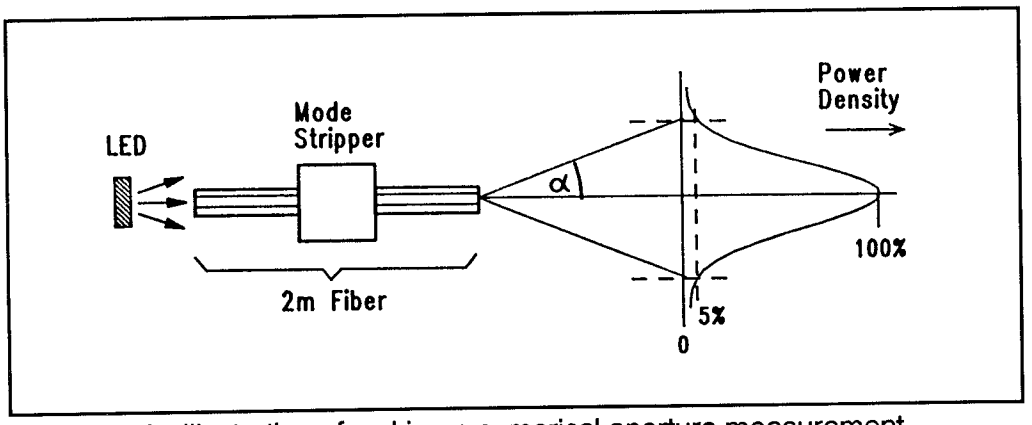
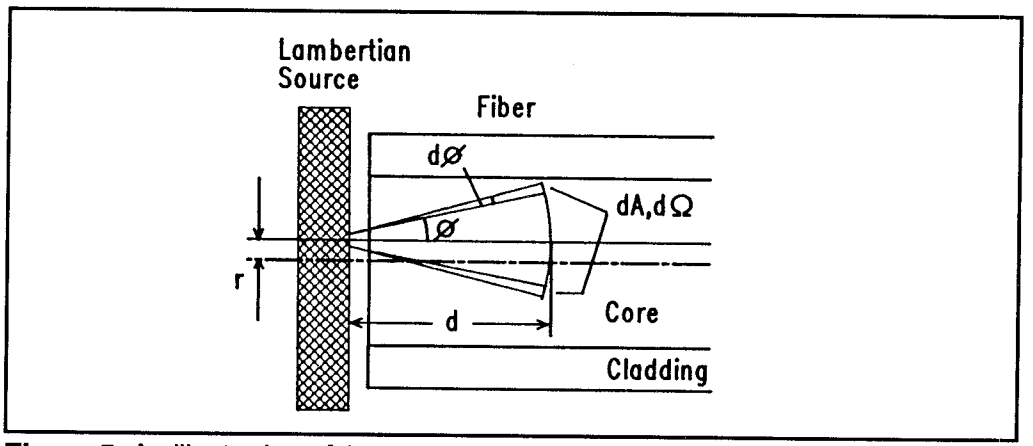

Figure 4: An illustration of making a numerical aperture measurement
Figure 5: An illustration of the computation of the near field calculation (note that angle ϕ is the one *before* the fiber)
The *numerical aperture* (NA) (see Figure 4) and the core diameter determine how much power can be launched into the multimode fiber. The NA defines the maximum angle of guided rays in the fiber. You always measure at the output of the fiber (in the far field) because the maximum angle observed at the output is approximately equal to the maximum angle at the input. A short fiber is fully excited at the input, which means all modes (rays) are excited. The *core diameter* is measured in the *near field* (see Figures 5 and 6) of the fiber output. This means that the power density at the fiber end is observed with a microscope, again with a fully excited input.